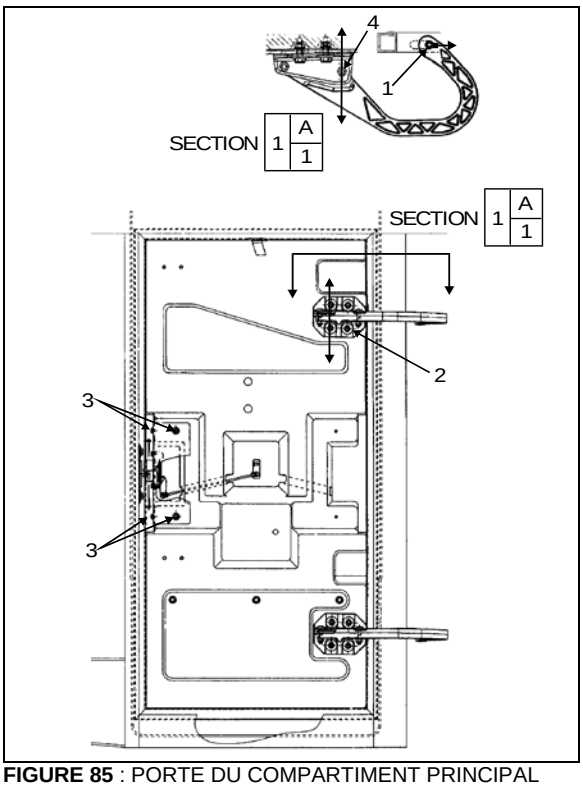

FIGURE 85 : PORTE DU COMPARTIMENT PRINCIPAL D'ALIMENTATION 18199
1. Desserrer l'écrou (1, Figure 85).
3. Serrer l'écrou (1, Figure 85).
4. Desserrer l'écrou (4, Figure 85).
7. Desserrer les vis (2, Figure 85). Les vis permettent de déplacer la porte vers le haut ou le bas.